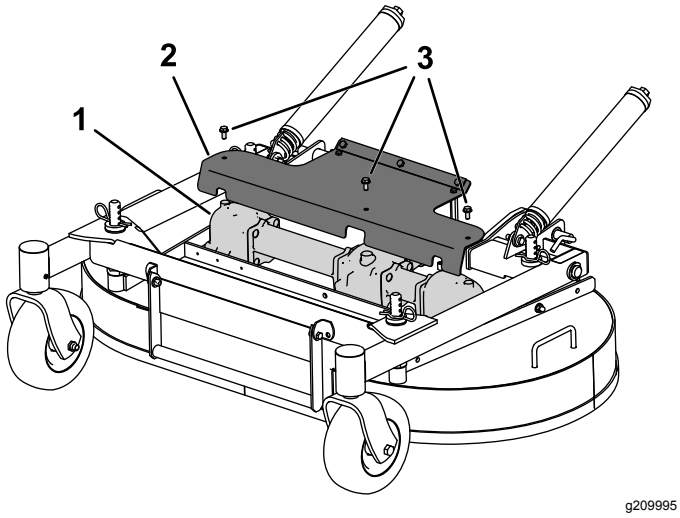

Figur 36
3. Fjern afskærmningen for at få adgang til gearkassen (Figur 36)